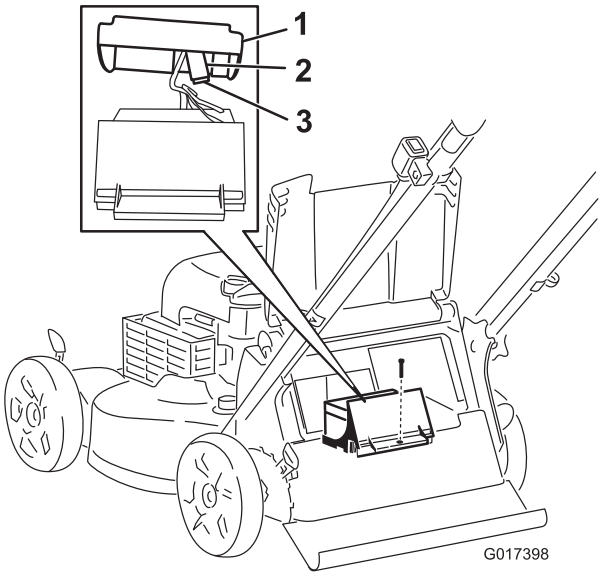

Figure 35
3. Enlevez la vis de fixation du logement de la batterie, sortez la batterie et localisez le fusible (Figure 35).
4. Remplacez le fusible dans le porte-fusible (Figure 35).